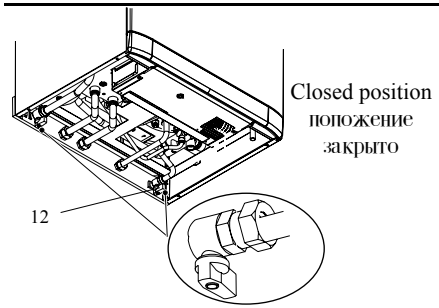

Fig. 8.3
1. Turn off the d.c.w. inlet isolating valve (12 in Fig. 8.3) and turn on the hot water taps and any drain cocks.
1. Закройте кран заполнения системы холодного водоснабжения (12 на рис.8.3) и откройте краны горячей воды и любой сливной кран.